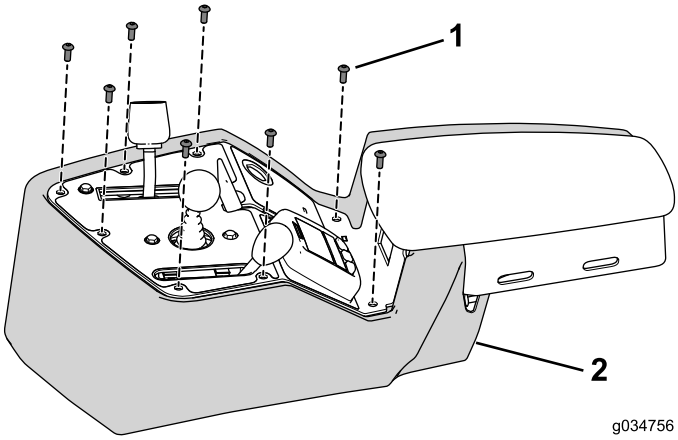

Figure 31
1. Use the 8 bolts that you removed earlier to secure the console cover to the console assembly (Figure 31).